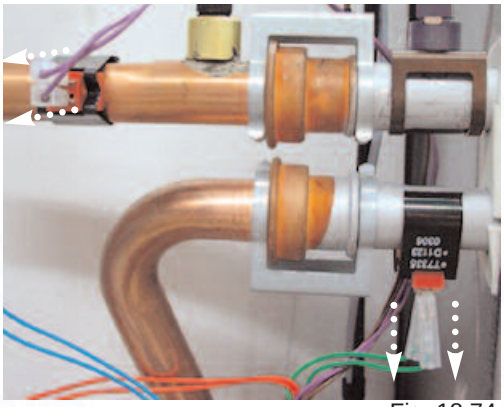

Fig. 18.74
2. Pull off the NTC connections. Then remove the NTC from the pipes by releasing clips *(see Fig. 18.74)*.